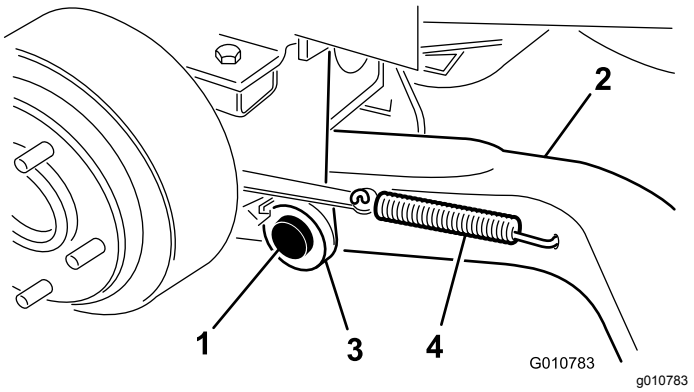

Figuur 5
4. Monteer een hefarm (met het uiteinde met de kogelverbinding naar buiten gericht) aan de draaibeugel met een draaipen en een borgpen (5/32" x 1¾") (Figuur 5).
6. Haak de contraveer van de rem in de opening in de hefarm (Figuur 5).